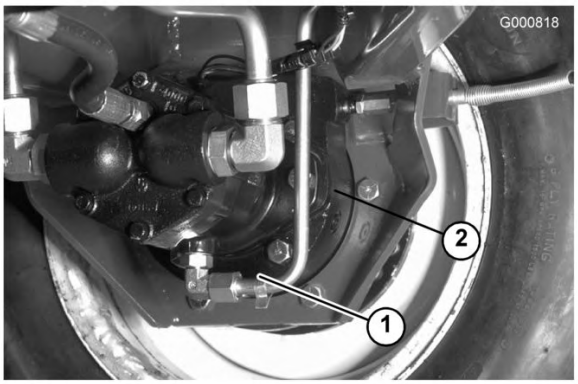

Figura 67
2. Retire o tampão da transmissão (Figura 66) e o tampão de verificação que se encontra na zona traseira do travão (Figura 67).